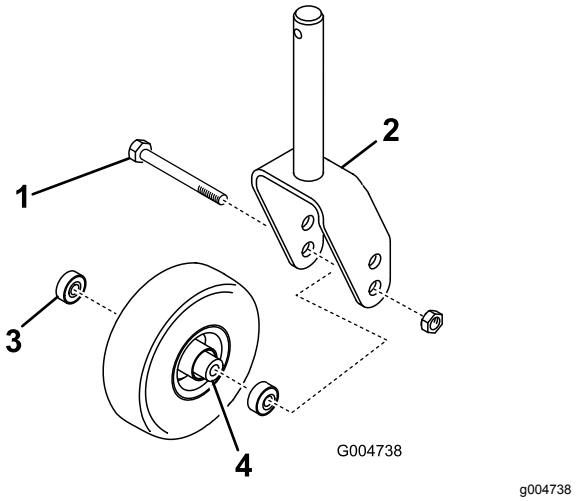
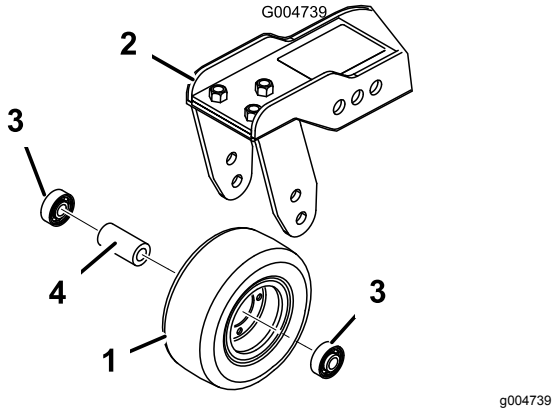

**Figuur 106**
**Figuur 107**
1. Verwijder de borgmoer van de bout waarmee de zwenkwielset is bevestigd in de zwenkwielvork (Figuur 106) of in de draaiarm van het zwenkwiel (Figuur 107). Pak het zwenkwiel vast en schuif de bout uit de vork of draaiarm.
2. Verwijder het lager uit de wielnaaf en laat het lager eruit vallen (Figuur 106 en Figuur 107). Verwijder het lager vanaf de andere kant van de wielnaaf.